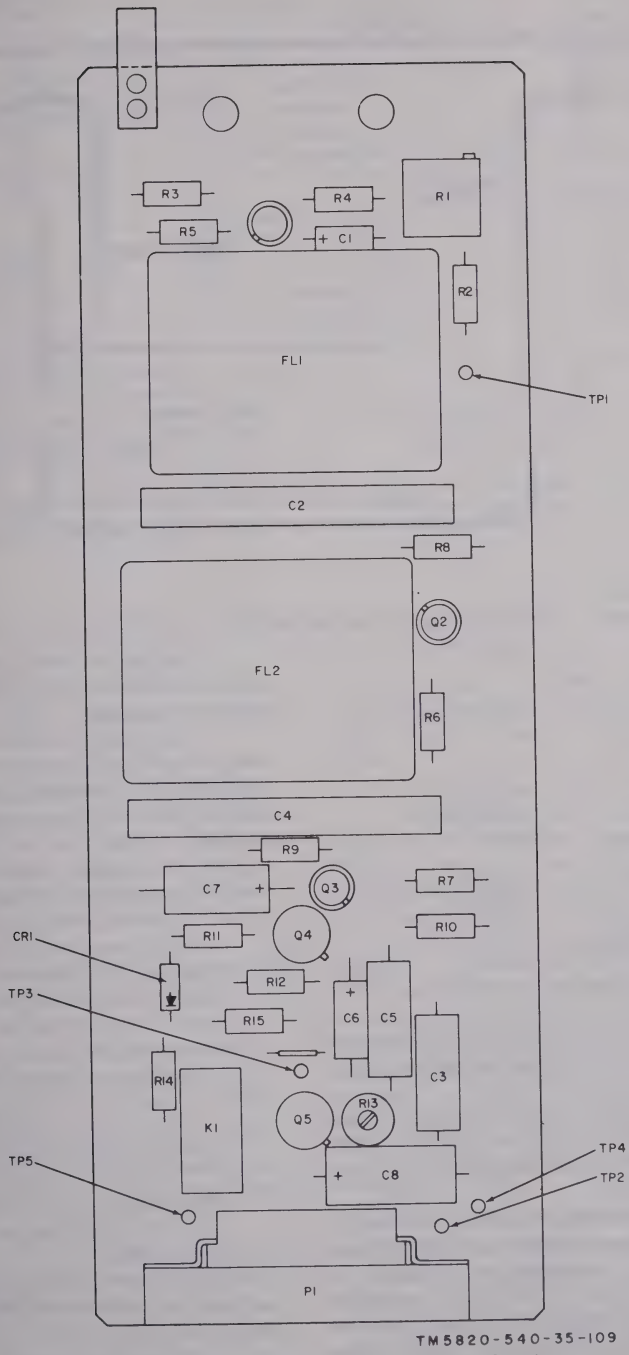

Figure 4-170. Telephone signal converter 9A3, parts location.
Test (1) above: no output	Measure the voltage across CR1 (fig. 4-170); the